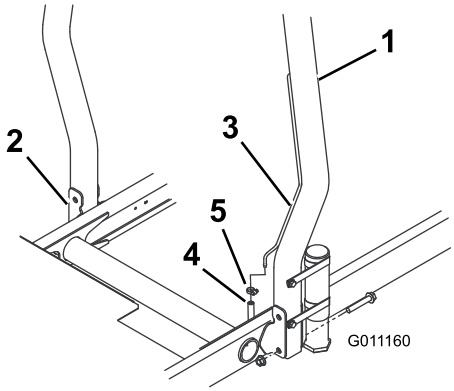

Figur 12
1. Sænk styrtbøjlen ned på traktionsenhedens monteringsbeslag, således at den flugter med monteringshullerne. Sørg for, at udluftningsrøret på styrtbøjlen er placeret på maskinens venstre side (Figur 12).
2. Fastgør hver side af styrtbøjlen til monteringsbeslagene med 2 flangebolte og låsemøtrikker (Figur 12). Tilspænd fastgørelsesanordningerne til 81 N·m.